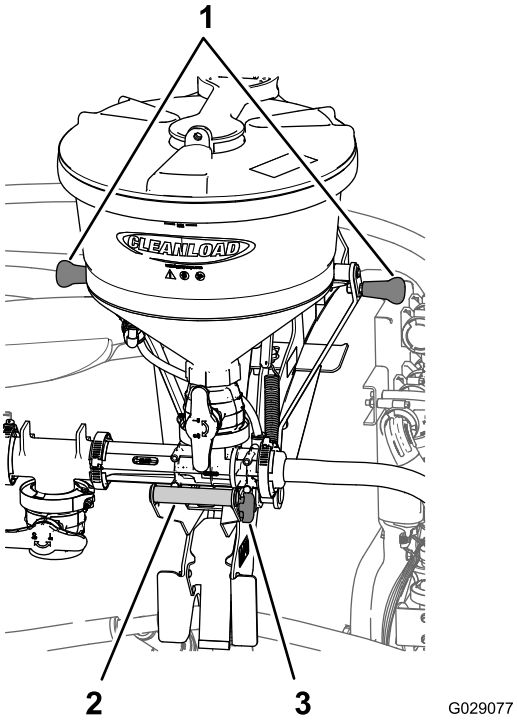
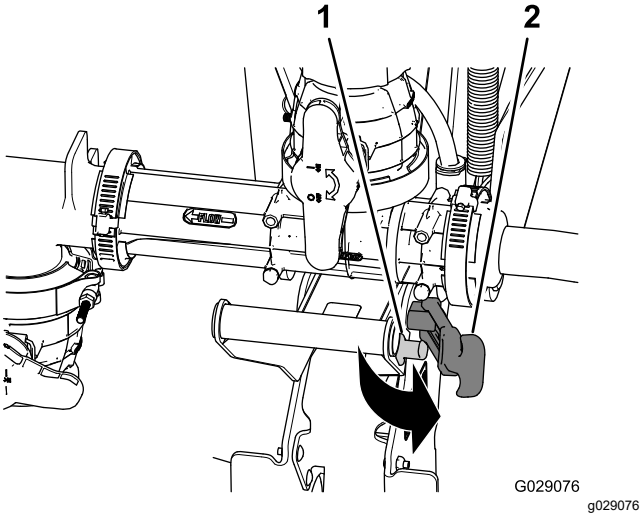
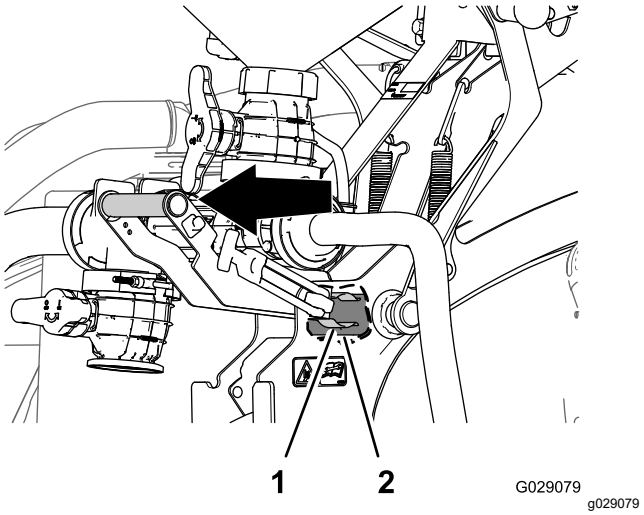
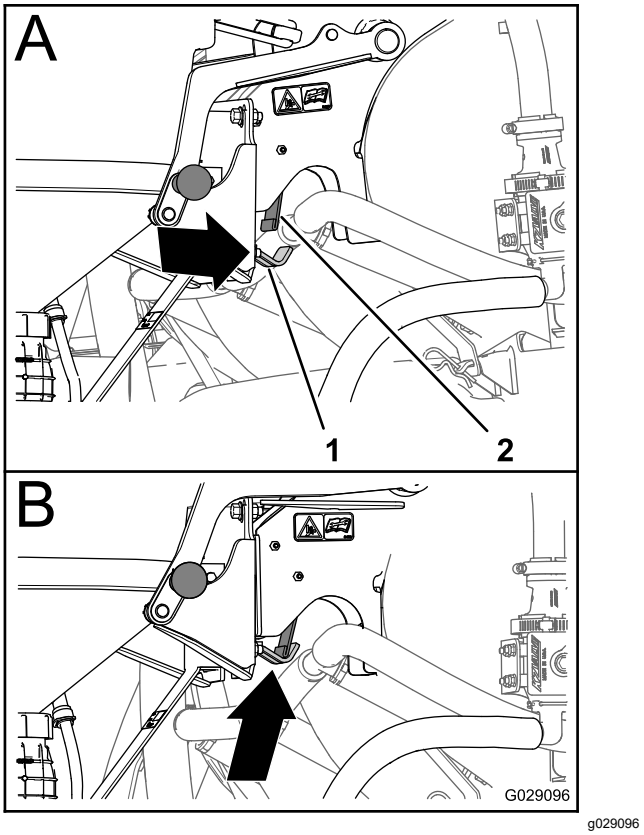

Rysunek 31
Rysunek 32
Rysunek 33
Rysunek 36
1. Chwyć uchwyt pompy strumieniowej i pociągnij za dźwignię zaczepu, aby zdjąć go ze słupka (Rysunek 31 oraz Rysunek 32).
2. Chwyć uchwyt pompy strumieniowej na górze łoża razem z uchwytem pompy strumieniowej i ciągnij za uchwyt pompy strumieniowej, aż zacisk sprężynowy zwolni się z rury osi obrotu (Rysunek 31 oraz Rysunek 33).
5. Gdy zatrzask płyty tylnej znajdzie się pod płytką sprężystą (A na Rysunek 36), obróć uchwyt pompy strumieniowej do wewnątrz, tak aby część haka zatrzasku ustawiła się równo za płytką sprężystą (B na Rysunek 36).
1. Chwyć uchwyt na górze łoża razem z uchwytem pompy strumieniowej i ciągnij uchwyt pompy strumieniowej na zewnątrz, aż część haka zatrzasku ustawi się na zewnątrz płytki sprężystej (Rysunek 33 oraz Rysunek 36).
4. Popchnij uchwyt pompy strumieniowej, tak aby hak podniósł się do pręta zatrzasku, a zatrzask sprężynowy w pełni osadził się wokół rury osi obrotu (Rysunek 33).
5. Naciągnij uchwyt zatrzasku na słupek zatrzasku (Rysunek 32).